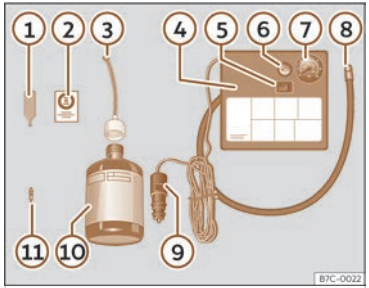

Fig. 252 Standard display: contents of the tyre mobility system.
The tyre mobility system is located underneath the floor covering in the luggage compartment. Includes the following components ››› **Fig. 252**:
- Unscrew the tyre valve cap and insert. Use the device ››› **Fig. 252** (1) to remove the valve cap. Place it on a clean surface.
- Shake the tyre sealant bottle vigorously ››› **Fig. 252** (10) .
- Screw the tyre inflation hose ››› **Fig. 252** (3) into the tyre sealant bottle. The bottle's seal will break automatically.
- Remove the filler cap ››› Fig. 252 ③ and screw the open end of the tube into the tyre valve.
- Replace the valve insert with the device ››› Fig. 252 ① onto the tyre valve.
- Screw the tyre inflation tube of the compressor ››› Fig. 252 ⑧ onto the tyre valve.
- Check that the air evacuation screw is closed ››› Fig. 252 ⑥.
- Attach the connector ››› Fig. 252 ⑨ to the vehicle's 12 volt power outlet ››› page 261.
- Switch on the air compressor with the ON/OFF switch ››› Fig. 252 ⑤.
- Attach the sticker ››› Fig. 252 ② to the instrument cluster display, within the driver's field of vision.
Screw in the inflator tube ››› Fig. 252 ⑧ again and check the pressure on the gauge ⑦.